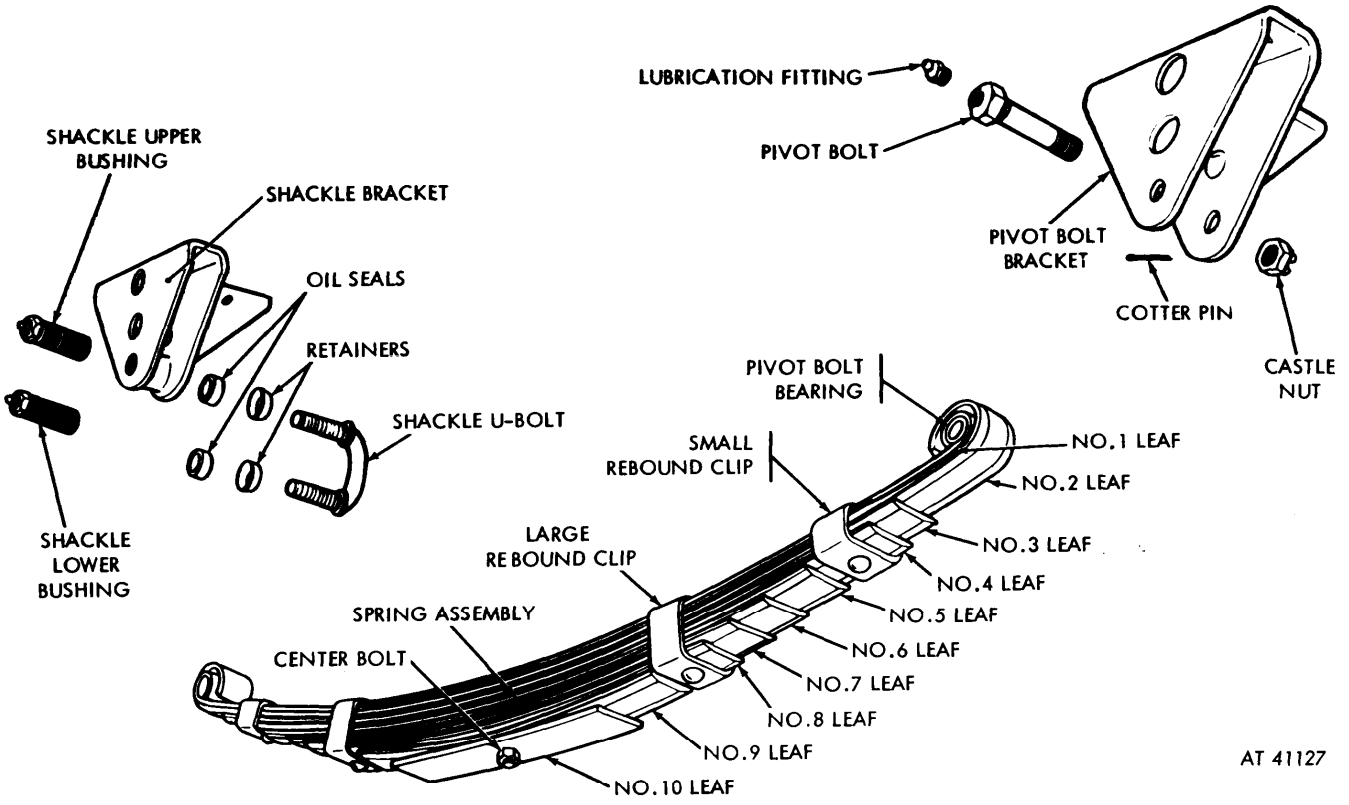

Figure 4-6. Spring and attaching parts—exploded view.
c. Remove Spring Shackle Lower Bushing (fig. 4-6). Remove the shackle lower bushing from the spring eye.
e. Remove Shackle U-Bolt (fig. 4-6). Unscrew shackle upper bushing from Shackle U-bolt. Pull shackle U-bolt, oil seals, and retainers from shackle bracket.